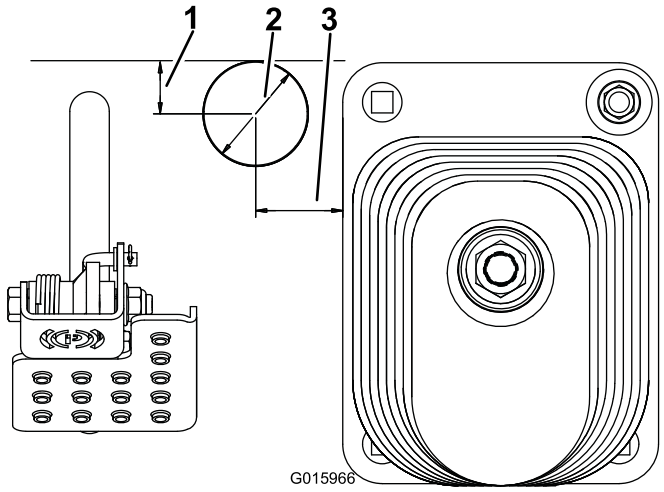

Figure 4
2. Using the dimensions in Figure 4, locate, mark and drill a 2 inch (51 mm) diameter hole in the floor plate.